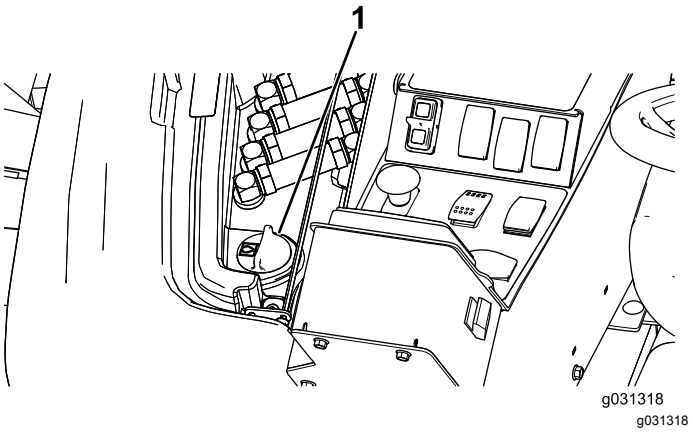

Figuur 133
2. Til het deksel van de dop van de hydraulische tank aan de rechterkant van de machine omhoog (Figuur 133).
3. Reinig de omgeving van de vulbuis en de dop van de hydraulische tank (Figuur 133).